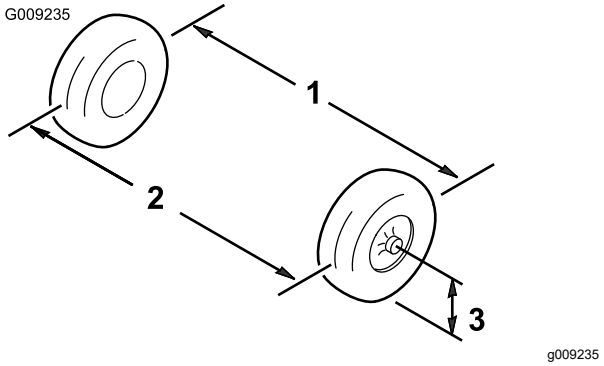

Figur 53
1. Mät avståndet mellan de båda framhjulen vid axelhöjd, både framtill och baktill på framhjulen (Figur 53).